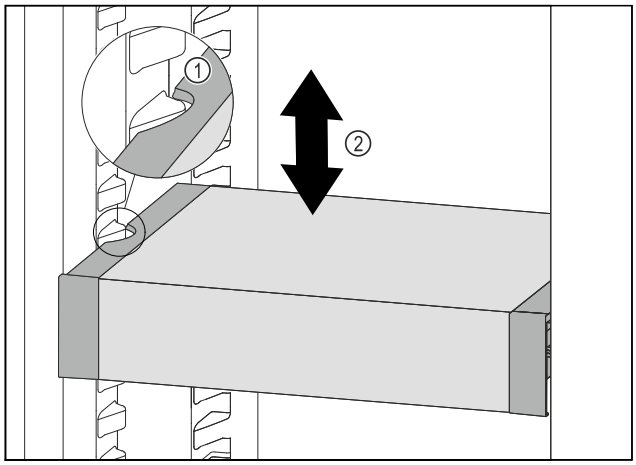

Fig. 127
▶ Trageți în față VarioSafe, până când degajările laterale ale VarioSafe se află la înălțimea nervurii recipientului din frigider. *Fig. 127 (1)*
▶ Mișcați în sus sau în jos VarioSafe în frigider, până când este atinsă înălțimea dorită. *Fig. 127 (2)*